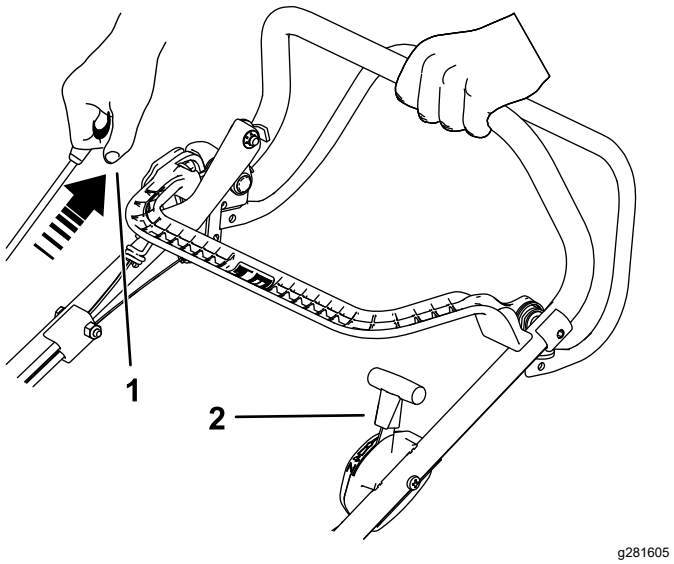

**Rysunek 15**
2. Pociągnij za uchwyt rozrusznika do momentu wyczucia oporu, a następnie pociągnij go gwałtownie w celu uruchomienia silnika. Jeżeli silnik był uruchamiany w pozycji ssania, po jego uruchomieniu powoli przesuń dźwignię przepustnicy do pozycji SZYBKO (Rysunek 15).